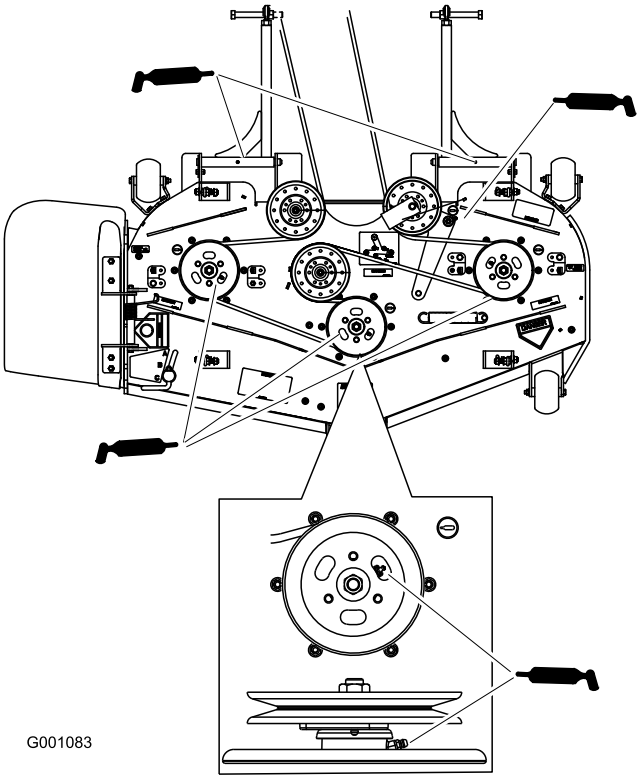

Figur 30
4. Smør de tre spindellagrene under leverullene inntil fett kommer ut av de nedre forseglingene (Figur 30).
5. Smør lederullarmen på klippeenheten (Figur 30).
6. Smør niplene på trykkarmene (Figur 30).